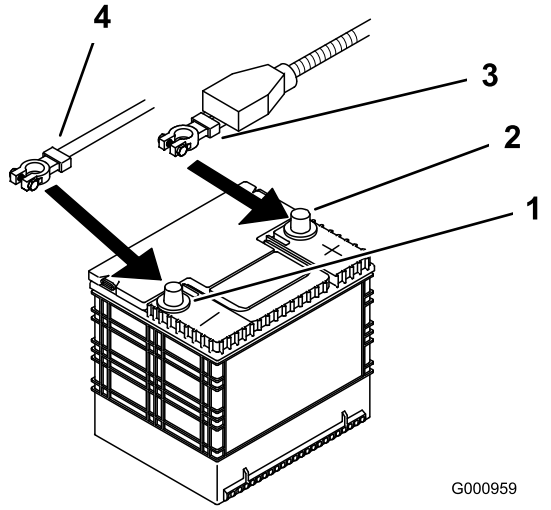

Figuur 53
4. Maak eerst de minkabel los van de minpool (–) van de accu (Figuur 53).
5. Schuif het rode stofkapje voor de accupool van de pluspool (rood) van de accu. Verwijder vervolgens de pluskabel (rood) van de accu (Figuur 53).
4. Bevestig de kabels met 2 bouten (1/4 x 3/4 inch), 2 ringen (1/4 inch) en 2 borgmoeren (1/4 inch) (Figuur 53).